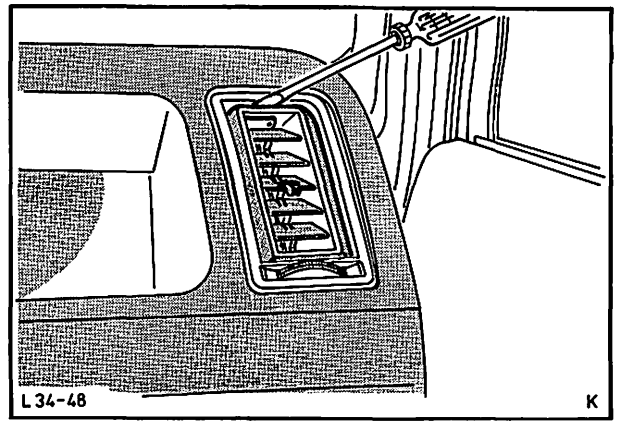
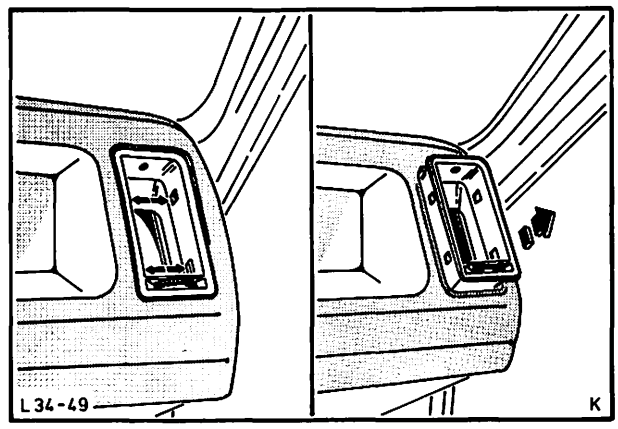

Abb. 57 Innerer Einsatz – Belüftungsdüse ausbauen
Abb. 58 Halteklammern eindrücken und Düse herausziehen
2. Inneren Einsatz – Belüftungsdüse mit einem geeigneten Schraubenzieher aus der Führung ausrasten und diesen herausnehmen, Abb. 57. (Halteklammern eindrücken, Abb. 58, dabei gleichzeitig von hinten gegen die Düse drücken.) Düse herausziehen.